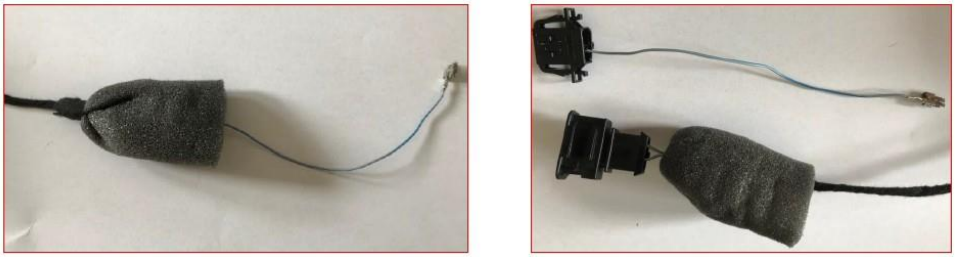

Figure 3
3) Referring to Figure 3 - Roll back the foam bag on the new link harness and disconnect as shown